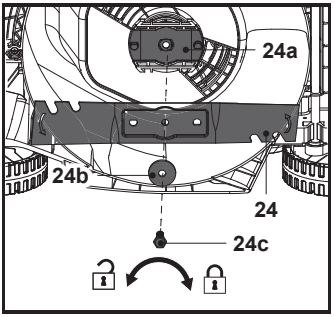

Fig. 23
1. Sustituya la cuchilla (24) por una nueva del mismo tipo. Observe primero el husillo para comprobar en qué estado se encuentra el soporte de la cuchilla (24a) y luego coloque la cuchilla (24) en su soporte (24a) alineándola con las marcas de este (24a). Fije el conjunto con la arandela plana (24b) y el perno de montaje (24c), y apriete a mano.
2. Sujete firmemente la cuchilla (24) con las manos protegidas con guantes de alta resistencia o un palo de madera y apriete el perno de montaje (24c) girándolo hacia la derecha a un par de 25-35 Nm para garantizar el funcionamiento seguro de la máquina (Fig. 23).